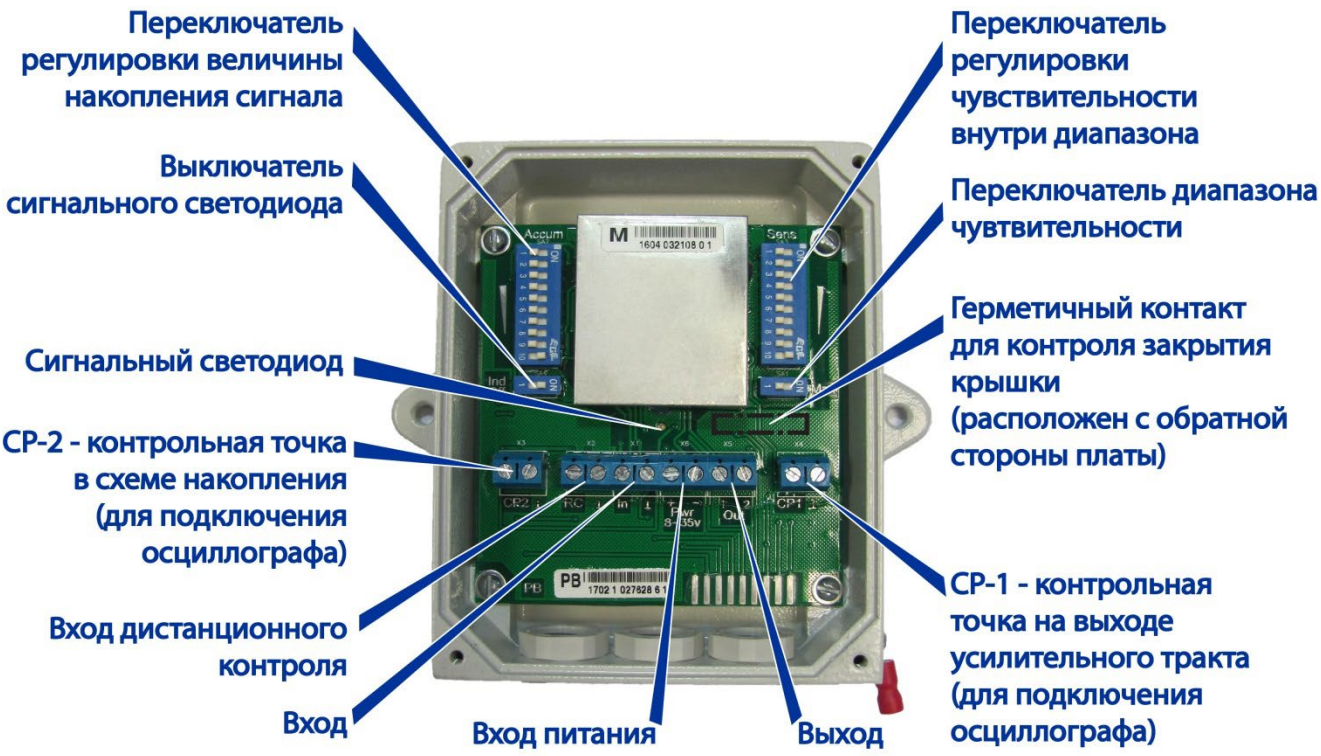

Рисунок 2.22
2.4.2.3.1 Блок обработки сигналов извещателя имеет следующие органы управления и регулировки (рисунок 2.22):
2.4.2.7.1 Переключатель регулировки величины накопления сигнала (рисунок 2.22) позволяет изменять величину накопления сигнала.